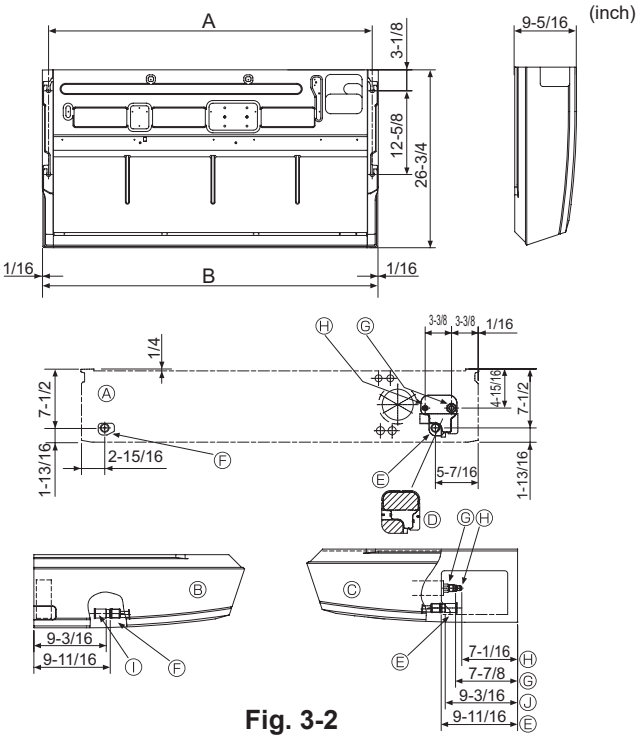

Fig. 3-2
3.2. Préparation à l'installation (Fig. 3-2)